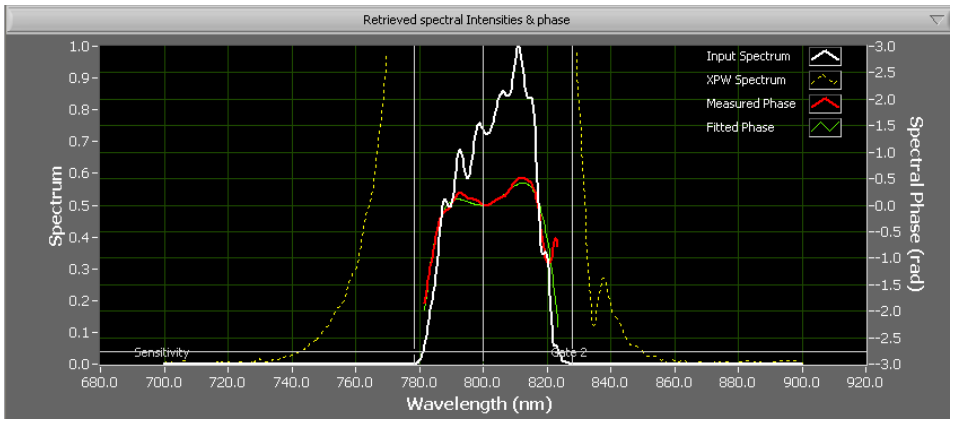

Figure 5.16: Spectral intensity and Phase display
• **Normalize XPW on Retreived Spectr.Graph** modifies the display of the XPW spectrum in the "Retreived Spectral intensity & phase" graph (cf fig.5.16).
• **Sensitivity** indicates the value of the Sensitivity filter used to adjust the part of the spectrum for which spectral phase will be calculated. This setting is equivalent to the adjustment of the horizontal cursor on the Spectral Intensity and Phase display. (figure 5.16)